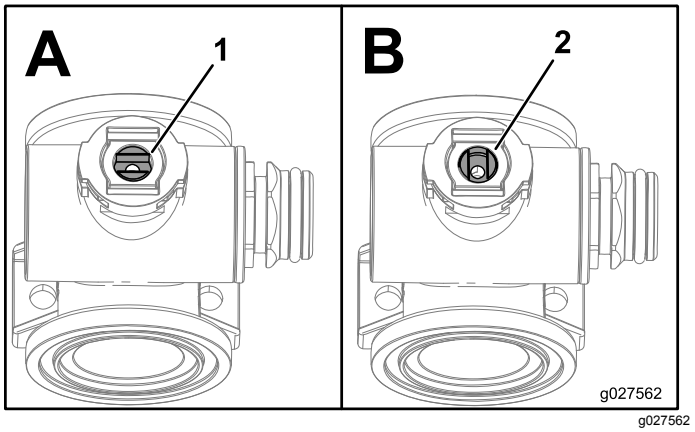

**Figur 122**
1. Sett ventilstammen i stengt posisjon (Figur 122 B)